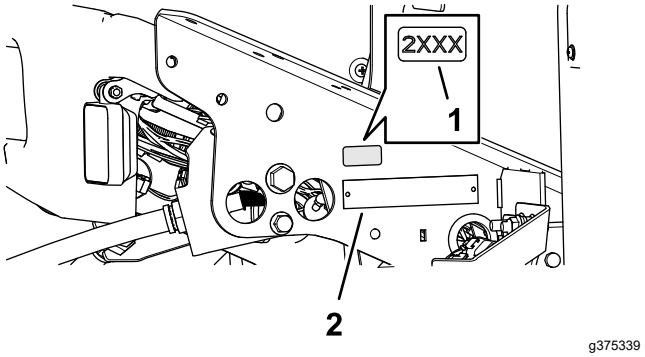

**Figuur 36**
1. Maak de vloerbeugel schoon rondom het plaatje met serienummer, en laat de beugel drogen. Gebruik hierbij schoonmaakalcohol en een schone doek (Figuur 36).